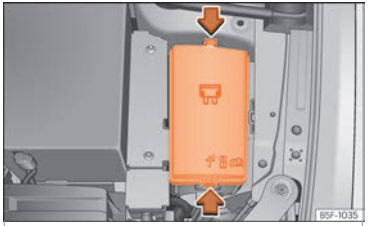

Fig. 51 Dans le compartiment-moteur : cache du boîtier de fusibles.
- Appuyez sur les languettes de verrouillage pour déverrouiller le cache de la boîte à fusibles ››› fig. 51.